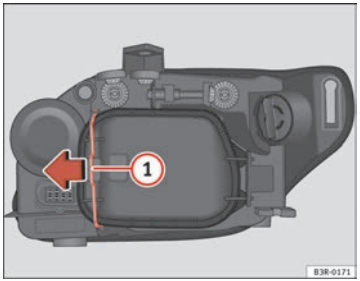

Fig. 198 Side light bulb (inside of vehicle)
- Move the brace ⇒ fig. 198 (1) in the direction of the arrow and remove the rigid cover, separating the brace side and then removing the two tabs from the other end of the cover.